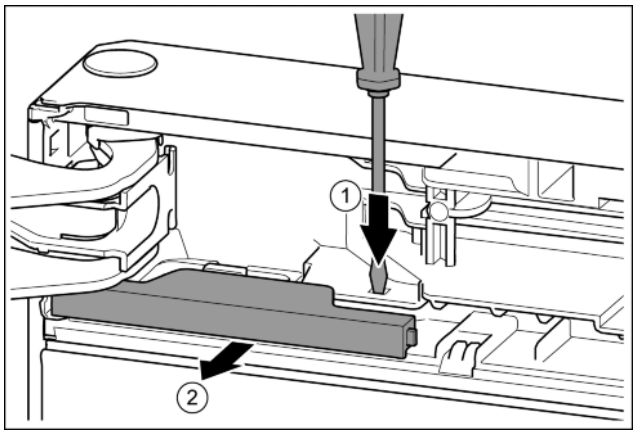

Fig. 11
▶ Press the tab with the slotted screwdriver. *Fig. 11 (1)*
▶ Pull cover out of the catch mechanism. *Fig. 11 (2)*